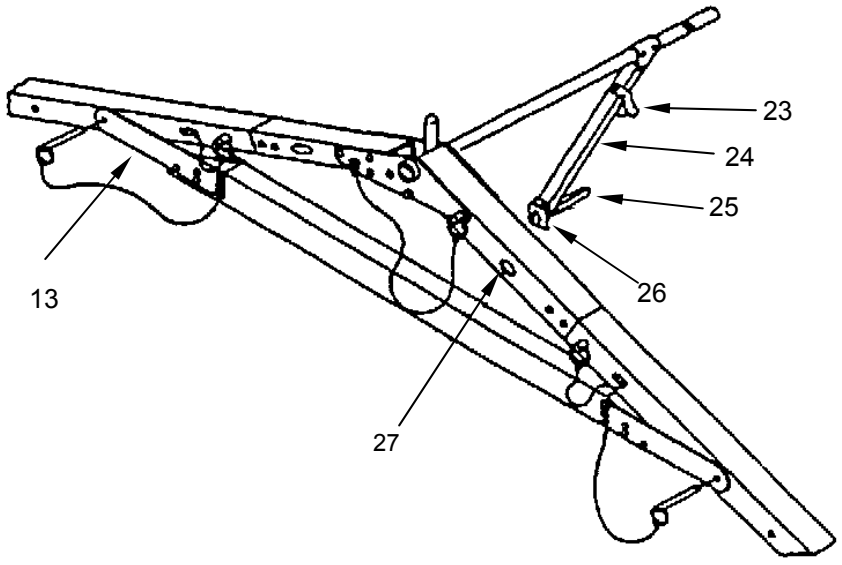

Figure 9. Purlin Assembly Diagonal Brace Detail.
7. Unfasten retaining strap **(Figure 9, Item 23)** and rotate a purlin diagonal brace **(Figure 9, Item 24)** toward arch assembly **(Figure 9, Item 13)**.
8. Holding brace shackle **(Figure 9, Item 25)**, align and place brace stud **(Figure 9, Item 26)** in arch assembly slot **(Figure 9, Item 27)** located two feet from ridge.
9. Rotate brace shackle **(Figure 9, Item 25)** 90^0 to lock brace stud **(Figure 9, Item 26)** in place.